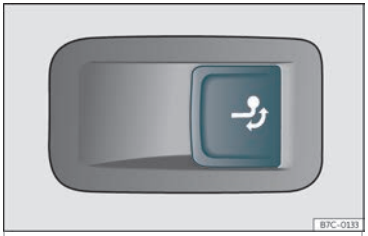

Fig. 251 No lado dereito do maleteiro:tecla para desbloquear o enganche de bóla.
- Puxe da tecla ››› **fig. 251** brevemente. O gancho de remolque desbloquéase electricamente e xírase automaticamente cara a fóra. O indicador de control da tecla escintila.
- Puxe da tecla ››› **fig. 251** brevemente. O gancho de remolque desbloquéase electricamente.
- Se o indicador de control da tecla ››› **fig. 251** *escintila*, significa que o gancho de remolque aínda non encastou correctamente ou que está danado ››› ⚠.
- Se o indicador de control ››› **fig. 251** *permanece acendido* co portón traseiro aberto, o gancho de remolque está correctamente encastado tanto cando está extraído como cando está escamoteado.
- **Non prema nunca a tecla ››› fig. 251 cando haxa un remolque enganchado ou vaia montado un portaequipaxes ou outros accesorios sobre o gancho de remolque.**